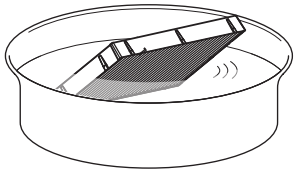

Abb. 1
1) Waschen Sie die Luftfiltereinheit. (Abb. 1)